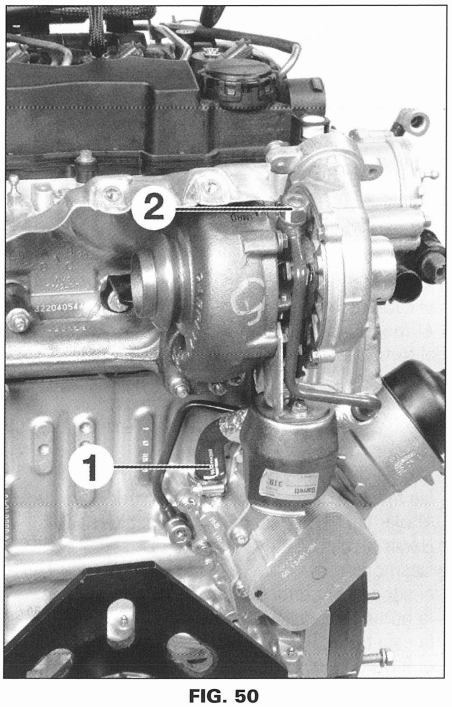

FIG. 50
- el manguito de retorno de aceite (1) de engrase del turbocompresor (fig. 50).
- la tubería (2) de engrase del turbocompresor.